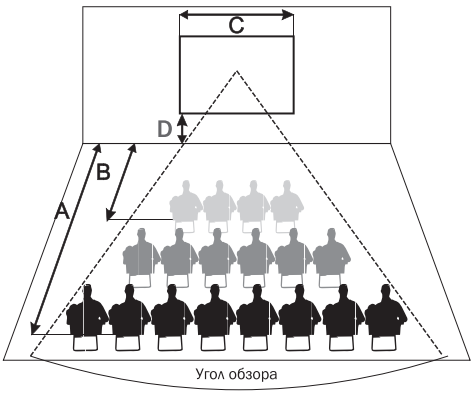

Рис. 2
- расстояние от экрана до первого ряда зрителей (B на рис. 2) должно быть не менее половины ширины экрана (C на рис. 2);
- расстояние от экрана до последнего ряда зрителей (A на рис. 2) не должно превышать шестикратную ширину экрана (C на рис. 2);